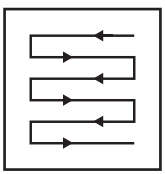

Fig. 20
5. Tondre en suivant des rangées qui se chevauchent légèrement. Le modèle le plus efficace pour tondre les pelouses est la ligne droite parallèle à l'une des bordures. Cela permet de tondre la pelouse en rangées régulières et garantit qu'aucun endroit de la pelouse n'a été oublié (Fig. 20).